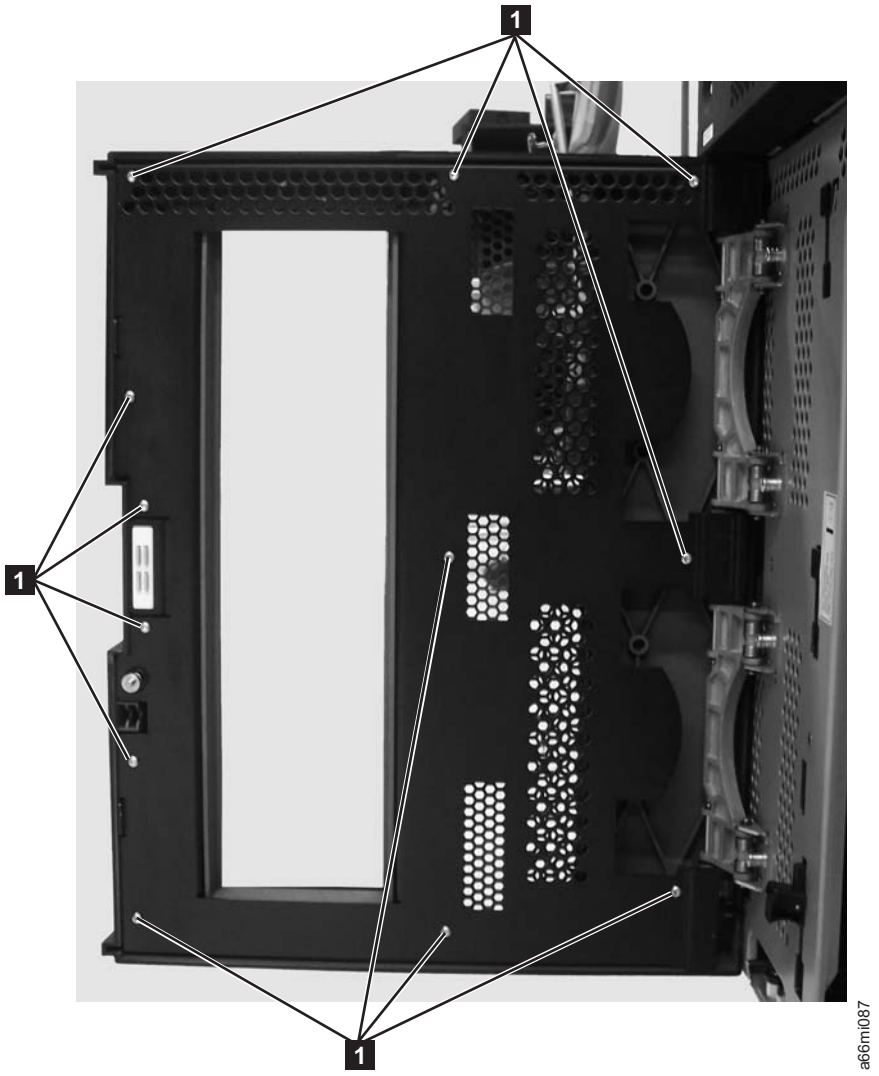

Figure 7-25. Expansion module Access Door screw locations
- For an expansion module (12 screws, see **1** in Figure 7-25 on page 7-27.